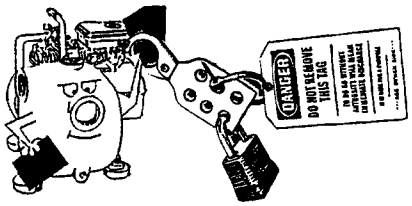

FIG. 11
- **If an unsafe condition cannot be remedied immediately, notify your supervisor and tagout/lockout** the pump on the start switch and/or appropriate, prominent location. (FIG. 11)
BEFORE ANY maintenance **work** is to be done, a LOCKOUT/TAGOUT standard device and procedure should be implemented. Prior to removal of LOCKOUT/TAGOUT, the equipment must be fully operational and all personnel accounted for. Except in cases of emergency, the removal of the LOCKOUT/TAGOUT should be done ONLY by the initiating person prior to the return to start-up (see page 12, Fig. 11).
NEVER perform any work on the equipment unless authorized to do so. (FIG. 11) Before performing any maintenance or repair work, consult the manufacturer's instruction manual for recommended procedures.